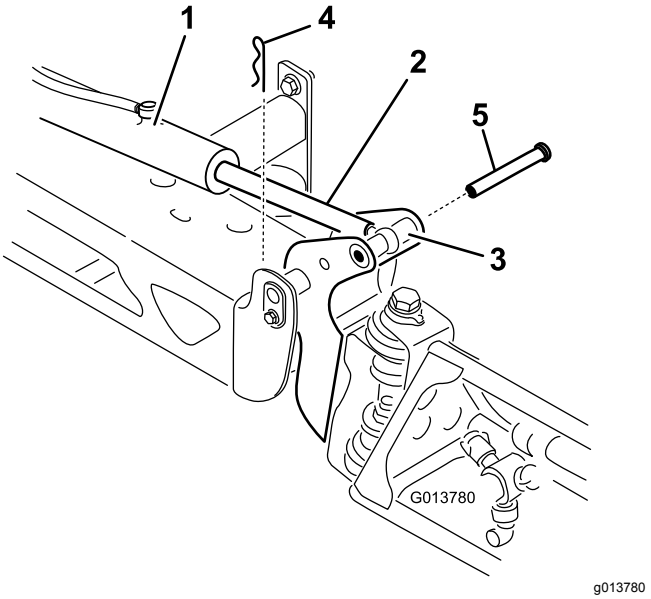

Figur 58
2. Fjern hårnålssplinten fra svingbolten (Figur 58).
3. Løft opp på bommen, fjern bolten (Figur 58) og fir bommen sakte ned på bakken.
9. Mens du holder bommen, skal du føre pinnen gjennom begge bommens dreietapper og aktuatorstangen (Figur 58).